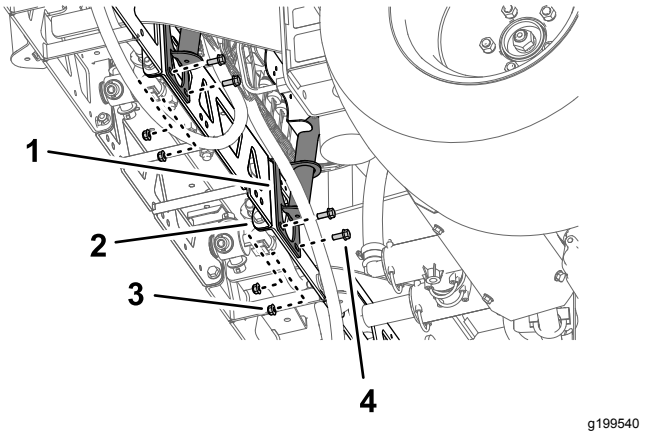

Figuur 108
2. Lijn de gaten in de montagebeugel van de klepbevestiging uit met de gaten in het versterkte frame van de middelste spuitboom (Figuur 108).
3. Monteer de klepbevestiging op het frame (Figuur 108 en Figuur 109); gebruik hierbij 4 bouten (5/16 x 3/4 inch) en 4 flensborgmoeren (5/16 inch).